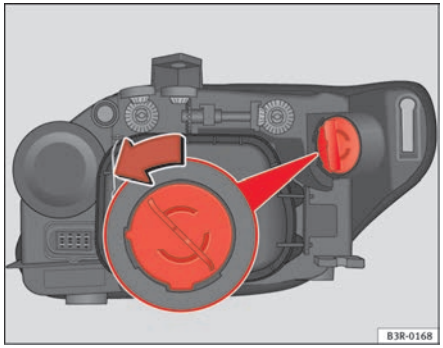

Fig. 201 Turn signal bulb
- Turn the bulb holder anti-clockwise, pulling it by the grip ⇒ fig. 201 and removing the bulb holder and the bulb.